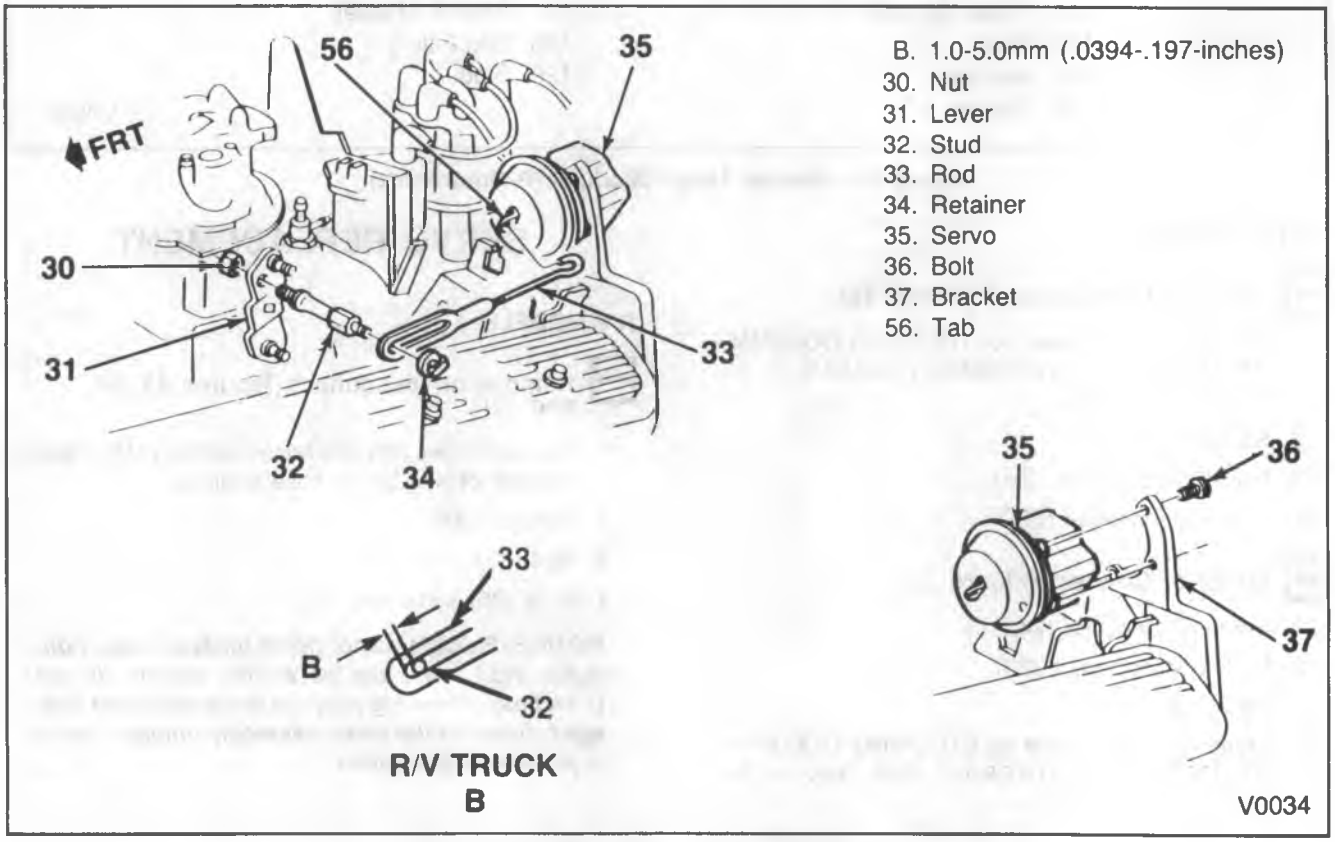

Figure 23—Servo Mounting (Gas Engines)
Remove or Disconnect (Figures 23, 24, and 25)
Install or Connect (Figures 23, 24 and 25)
- Rod (33) so that it assembles over stud (32) per adjustment B (figure 23).